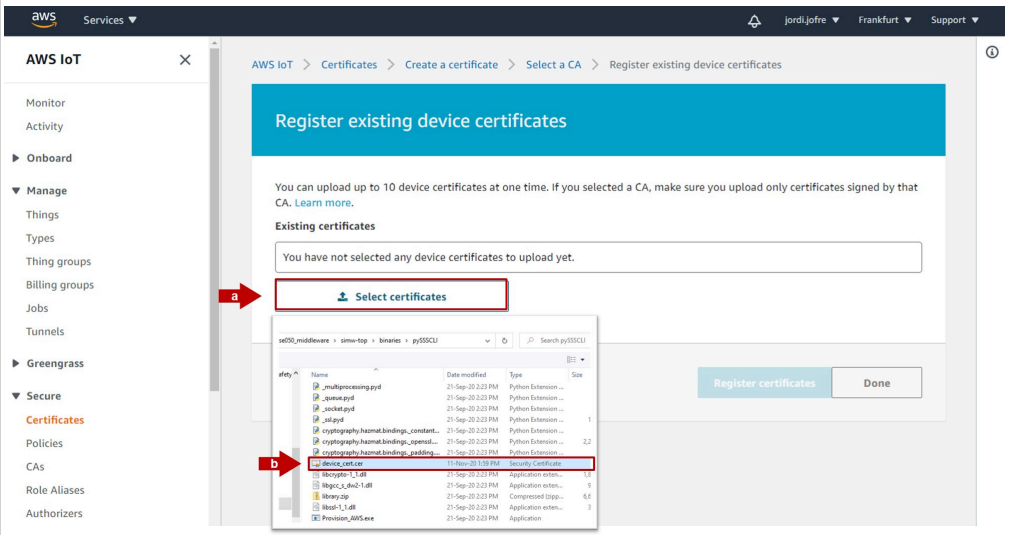

Figure 33. Register existing device certificate
3. On ***Register existing device certificates***, choose ***Select certificates***, and select the certificate exported from EdgeLock SE05x in Section 3.5, as shown in Figure 33: